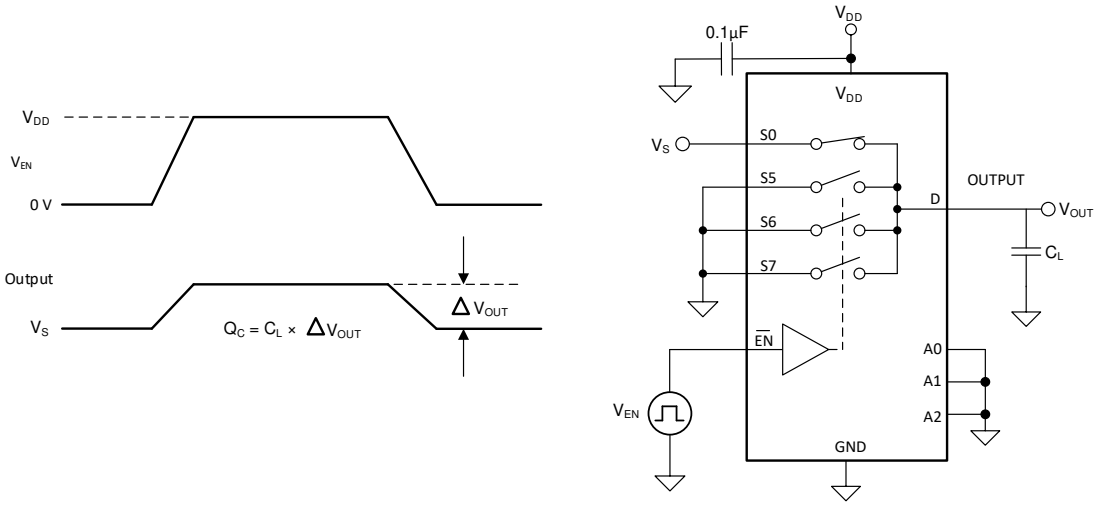

图 8-7. Charge-Injection Measurement Setup
The TMUX1308 and TMUX1309 device have a transmission-gate topology. Any mismatch in capacitance between the NMOS and PMOS transistors results in a charge injected into the drain or source during the falling or rising edge of the gate signal. The amount of charge injected into the source or drain of the device is known as charge injection, and is denoted by the symbol Q_C. 图 8-7 shows the setup used to measure charge injection from source (Sx) to drain (D).